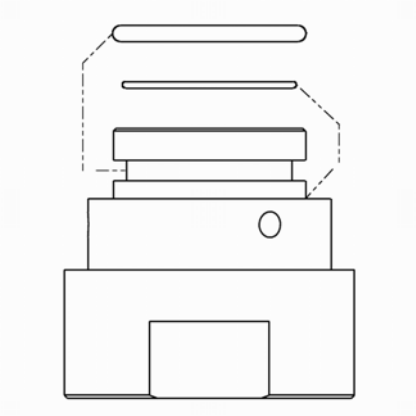

Abb. 43: Position der O-Ringe
1. O-Ring (Dichtung) vorsichtig auf die Verschraubung aufziehen (Abb. 41/01), so dass er im oberen O-Ringsitz der Verschraubung sitzt (Abb. 43). Dabei darauf achten, dass der O-Ring nicht überdehnt wird
2. O-Ring (Glaspuffer) vorsichtig auf die Verschraubung aufziehen (Abb. 42/01), so dass er im unteren O-Ringsitz der Verschraubung sitzt (Abb. 43). Dabei darauf achten, dass der O-Ring nicht überdehnt wird